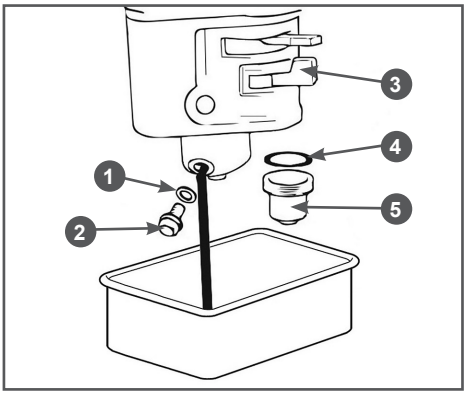

Рис. 24 Обслуживание карбюратора
1. Установите под карбюратор подходящую емкость (Рис. 24).
2. Установите рычаг топливного крана 3 в положение «ЗАКРЫТО» (Рис. 24).
3. Открутите болт 2 сливного отверстия и слейте топливо из поплавковой камеры карбюратора в приготовленную для этого ёмкость (Рис. 24).
4. Открутите стакан отстойника 5, вылейте из него топливо в заранее подготовленную емкость (Рис. 24).
1. Слейте топливо из карбюратора (Рис. 24) или выработайте топливо в карбюраторе.